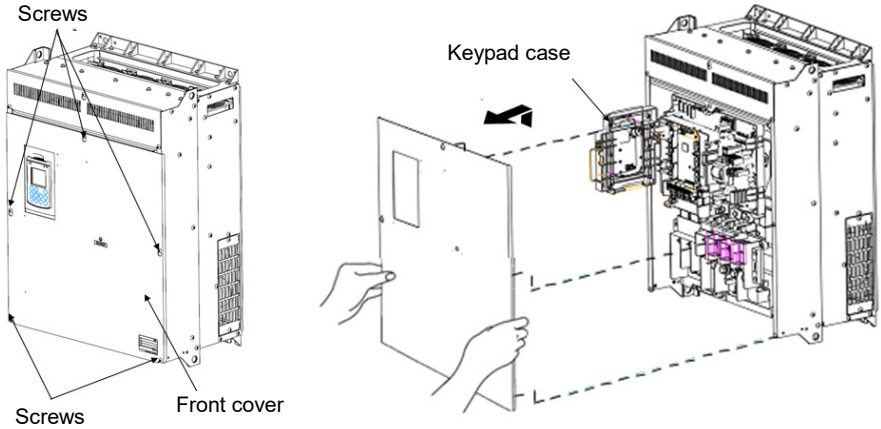

Figure 2.3 Removing the Front Cover and the Wiring Plate (FRN110AR1S-4□)
(2) 200V class series 55 to 90 kW (75 to 125HP) and 400V class series 110 to 710 kW (150 to 1000HP) 575V class series 200 to 300 HP
① Loosen the screws on the front cover, hold the right and left ends of the front cover, and slide it up to remove it.
② After making the necessary wiring connections, align the top of the front cover with the holes on the unit and reattach the cover by reversing the process illustrated in Figure 2.3.